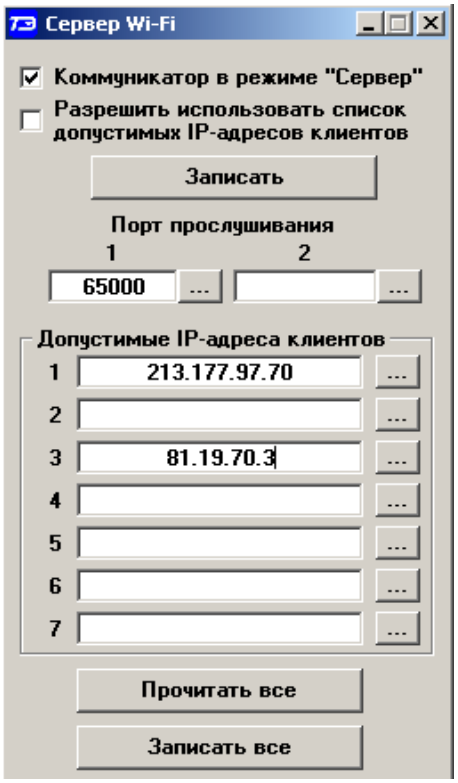

Рисунок 12 – Форма «Коммуникатор в режиме «Сервер»»
- «Сервер Wi-Fi» (рисунок 12).